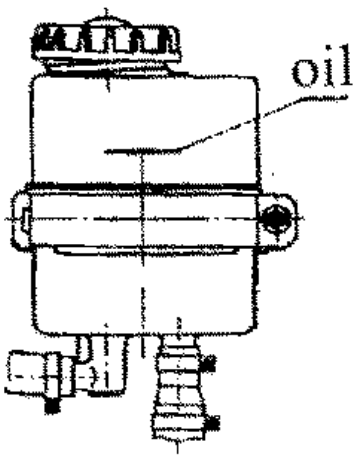

Fig.4-6
(2).Check the lubricating oil level of the steering oil tank (steering oil cylinder fully filled with the oil.).(Fig.4-6)